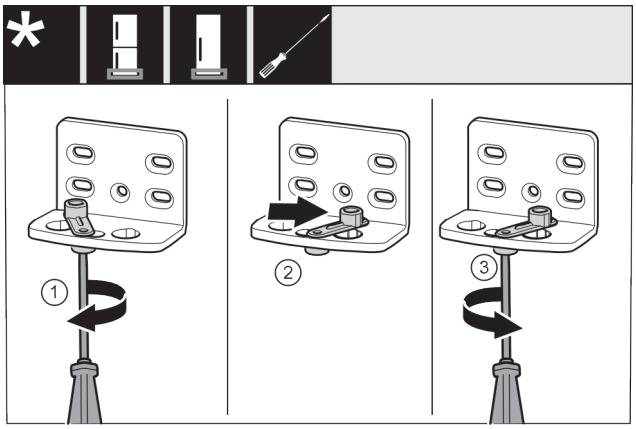

Fig. 15
- ▶ Afloje el tornillo *Fig. 15 (1)* con el destornillador.
- ▶ Levante el dispositivo de cierre de la puerta *Fig. 15 (2)* y gírelo 90° a la derecha hacia el orificio.
- ▶ Apriete el tornillo *Fig. 15 (3)* con el destornillador.